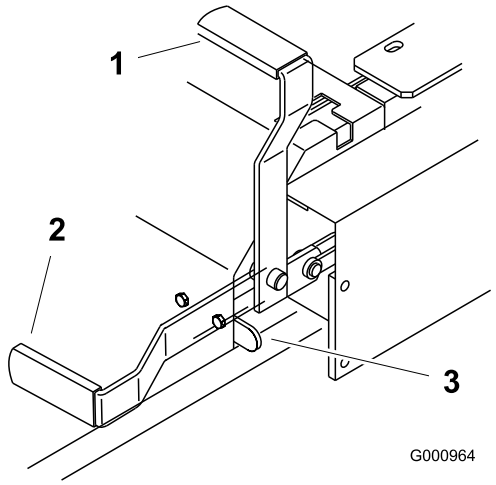

Figuur 10
2. Trek de parkeerrem naar achteren en omhoog om deze in werking te stellen (Figuur 10). De parkeerremhendel moet vast blijven staan op Ingeschakeld.
Duw de parkeerremhendel naar voren en naar beneden om de parkeerrem vrij te zetten (Figuur 10). De parkeerrem is uitgeschakeld en de hendel zit tegen de aanslag van de rem.